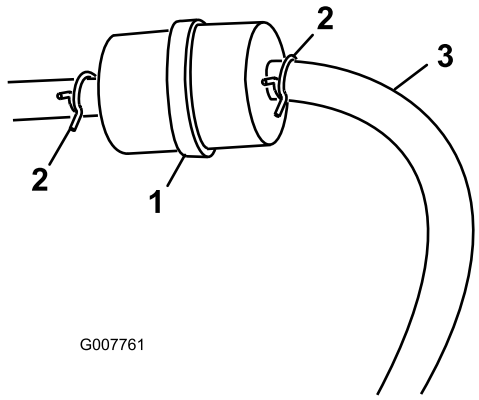

Figur 30
3. Klem slangeklemmernes ender sammen, og skub dem væk fra filteret (Figur 30).
5. Monter et nyt filter, og flyt slangeklemmerne hen til filteret (Figur 30).
3. Løsn slangeklemmen ved brændstoffilteret, og før den op ad brændstofrøret væk fra brændstoffilteret (Figur 30).
4. Træk brændstofrøret af brændstoffilteret (Figur 30).
Bemærk: Lad benzinen løbe ud i en benzindunk eller et aftapningskar (Figur 30).
5. Monter brændstofrøret på brændstoffilteret. Før slangeklemmen hen til brændstofventilen for at fastgøre brændstofrøret (Figur 30).